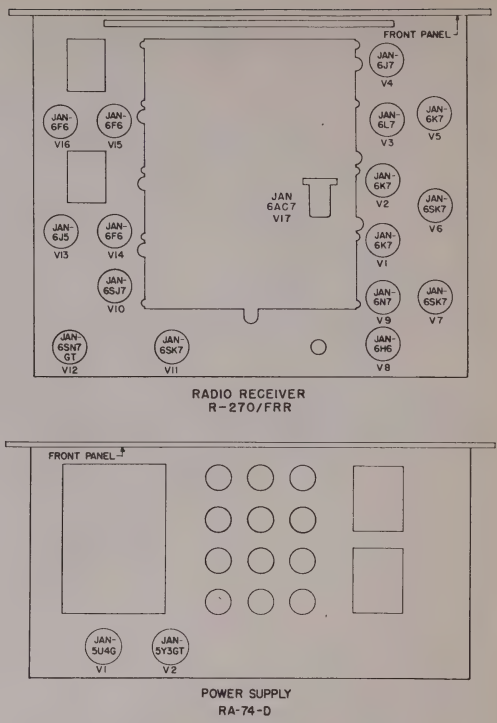

Figure 15. Tube Location chart.
b. Remove tubes from the packing cases; make sure that all tubes are in good physical condition. Figure 15 shows the proper location for the tubes in the receivers and power supplies. Tube type numbers and tube symbols are stenciled on the chassis adjacent to the tube socket. Insert tubes in their respective sockets. Place the tube retainer on the posts to hold tube V–1 securely in the power supply.